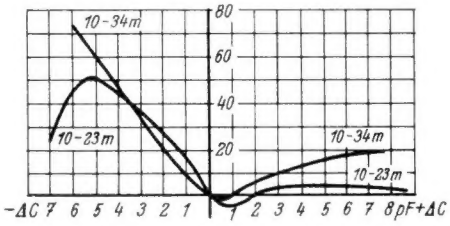

*Bild 6. Zieheffekt am Oszillator in Abhängigkeit von Kapazitätsänderungen im Eingangskreis, gemessen bei 30 MHz*
Zu 5). Das Mitziehen des Oszillators bei Abweichungen von der Soll-Kapazität des Eingangskreises läßt sich nicht vollkommen vermeiden. Praktische Werte für den Zieh-Effekt bei 30 MHz gemessen in neutralisierten Mischstufen gibt Bild 6.
**Bild 6** gibt Aufschluß über das Mitziehen der Oszillatorfrequenz in Abhängigkeit von Kapazitätsabweichungen im Antennenkreis. Die Messungen sind an den Bereichen 10 bis 34 m und 10 bis 23 m bei 30 MHz gemacht.